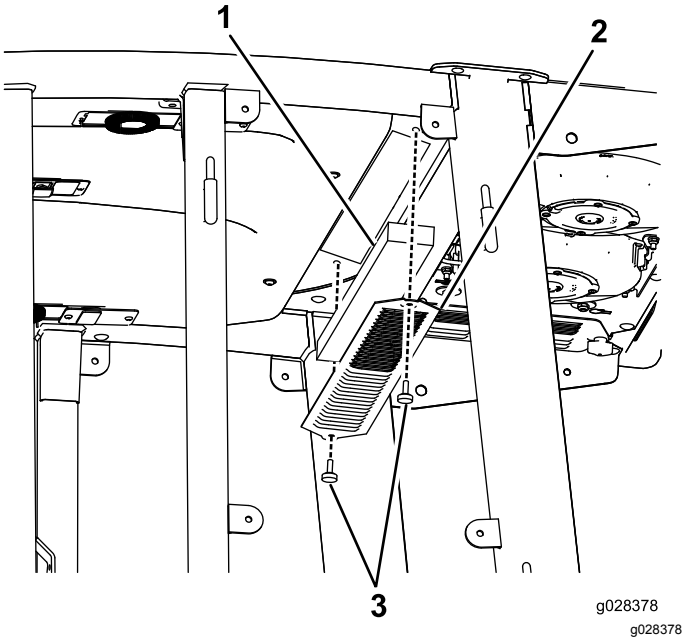
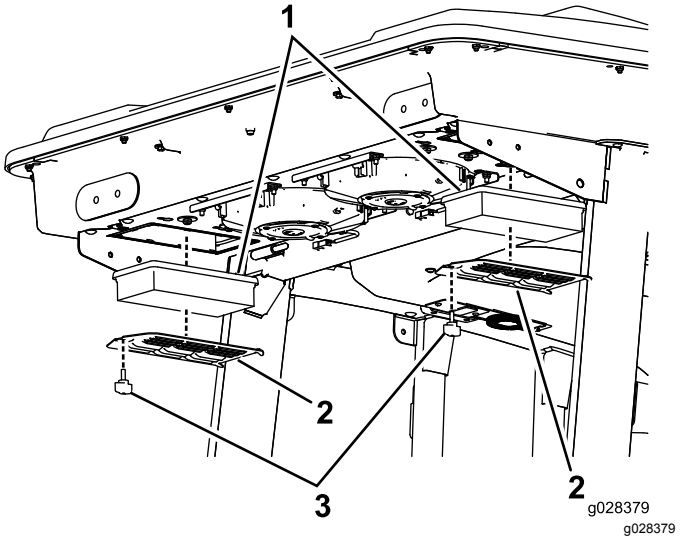
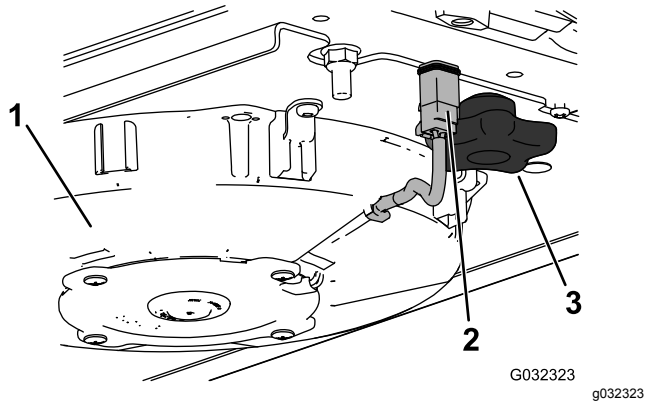
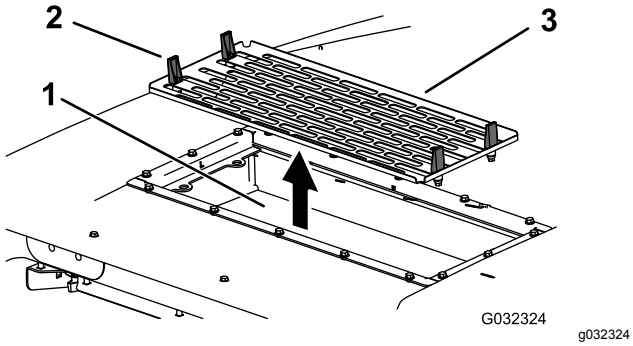

**Figuur 113**
**Figuur 114**
**Figuur 115**
**Figuur 116**
1. Verwijder de schroeven en de roosters van boven de luchtfilters in en achter de cabine (Figuur 113 en Figuur 114).
5. Verwijder de luchtfilters (zie Figuur 114).
7. Plaats de luchtfilters, het scherm en de ventilator (Figuur 114, Figuur 115 en Figuur 116).
8. Koppel de draden van de ventilators af (Figuur 115).